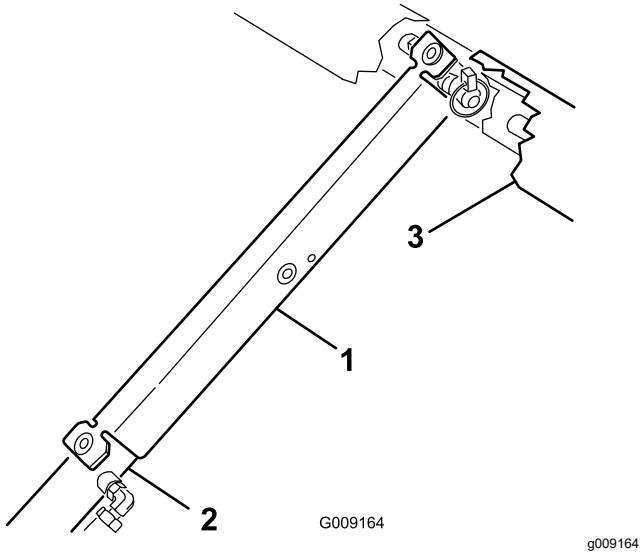

**Figur 14**
3. Skyv støttepilaren for lasteplanet på sylinderstangen. Påse at pilarendene hviler på enden av sylinderløpet og sylinderstangen (Figur 14).